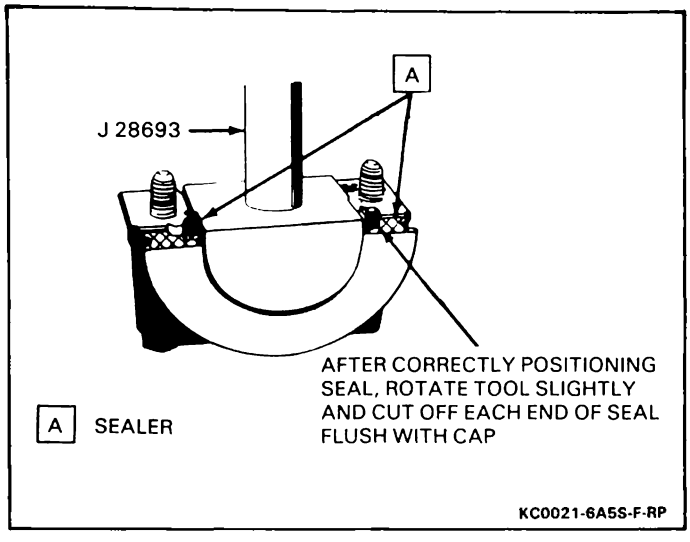

Figure 48 — Installing Rear Main Bearing Oil Seal in Cap
Figures 48 and 49
2. Within one minute, insert seal into groove and roll into place using J 28693 (Figure 48).